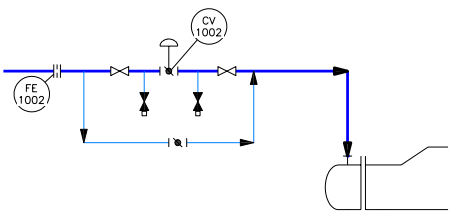

Figure 2-71 *Location of the orifice on the steam inlet line of the heat exchanger*
4. Similarly, place another restriction orifice on the steam inlet pipe of the heat exchanger, refer to Figure 2-71. Next, enter the following values in the **Assign Tag** dialog box: